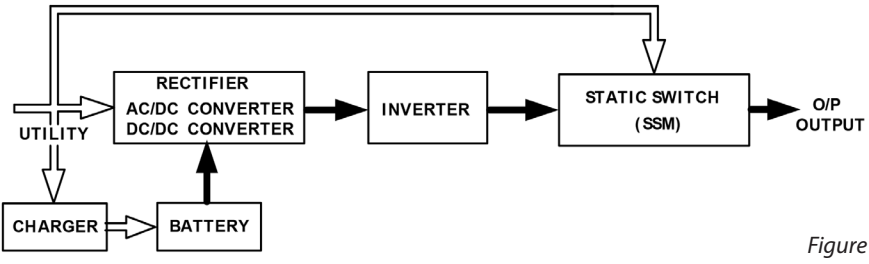

*Figure 5.3*
3. Lors d'une panne, l'onduleur fonctionnera comme indique Figure 5.3. Lorsque les batteries sont faiblement chargées, le bipeur sonnera en continu jusqu'à ce qu'elles soient complètement déchargées. La protection batterie faible de l'onduleur permet l'arrêt de l'alimentation à un niveau déterminé pour éviter la vidange des batteries.